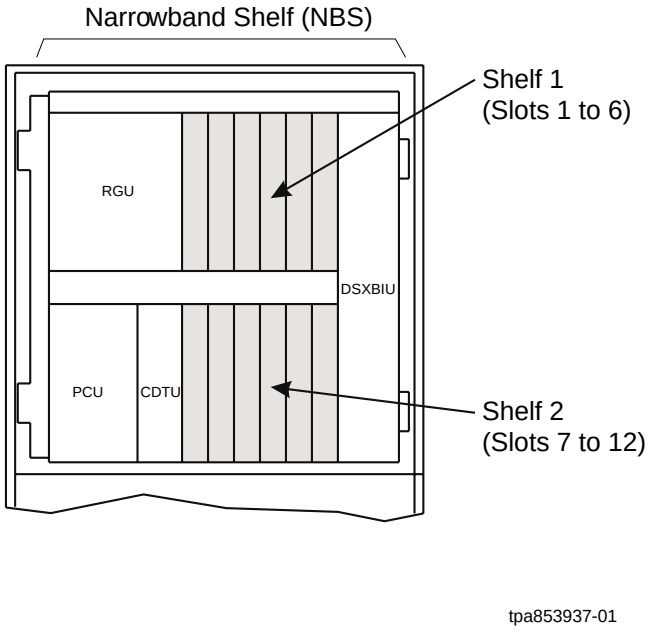

Figure 1 – Front View of Narrowband Shelf
This procedure tells how to install **CU**s in the NBS (Figure 1).
3. Locate the 2 channel unit shelves labeled slots 1-12 or shel -1 [1-6], shelf-2 [1-6] in the NBS (Figure 1).